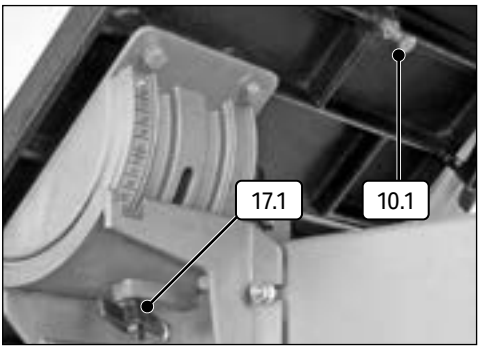

Fig. 2
6.2 Levelling the Table (Fig.2)